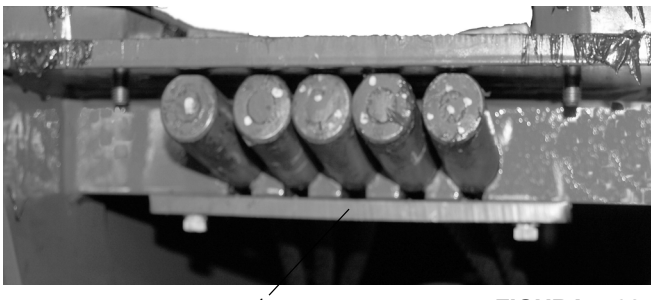

FIGURA 4-32
3. Saque los dos pernos que fijan la placa retenedora (Figura 4-32, 1) del cable de extensión a la parte trasera de la sección de extremo. Retire la placa retenedora y saque los cinco extremos de cables de extensión de los agujeros alargados de la sección de extremo.